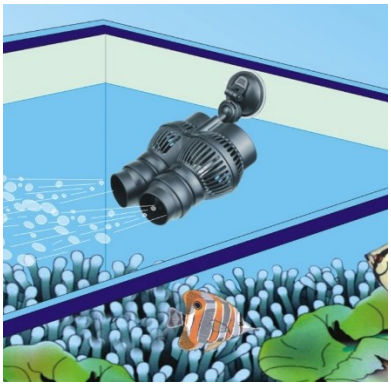

Abbildung 1
2. Um jegliche Störung durch Geräusche und Vibrationen zu vermeiden und um ein korrektes Arbeiten der Pumpe zu gewährleisten, muss die Pumpe unterhalb der Wasseroberfläche befestigt werden (siehe Abb. 1).